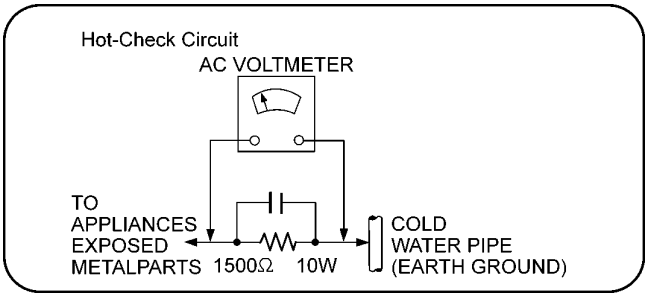

Figure 1
2. Connect a 1.5kΩ, 10 watts resistor, in parallel with a 0.15μF capacitors, between each exposed metallic part on the set and a good earth ground such as a water pipe, as shown in Figure 1.